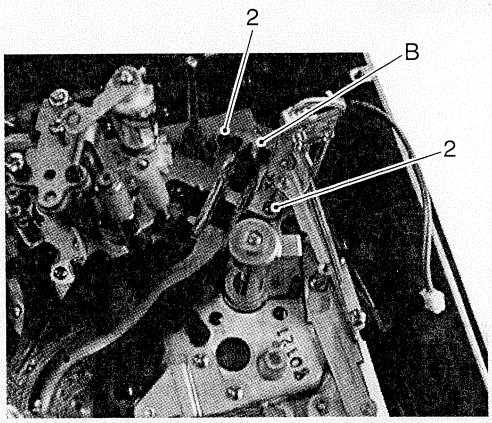

Fig. 2-7-28
4. Remove the two screws 2 then remove draw catcher B (see Fig. 2-7-28).